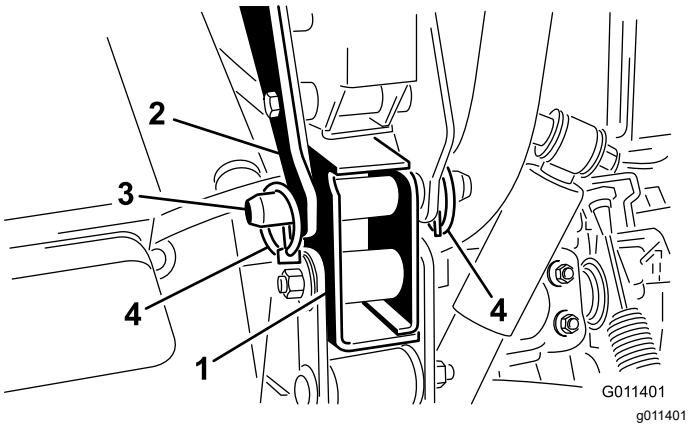

**Figur 9**
7. Fäst alla bakre monteringsfästen på Workman-fordonets ram med en sprintbult och två hjulsprintar (Figur 9).